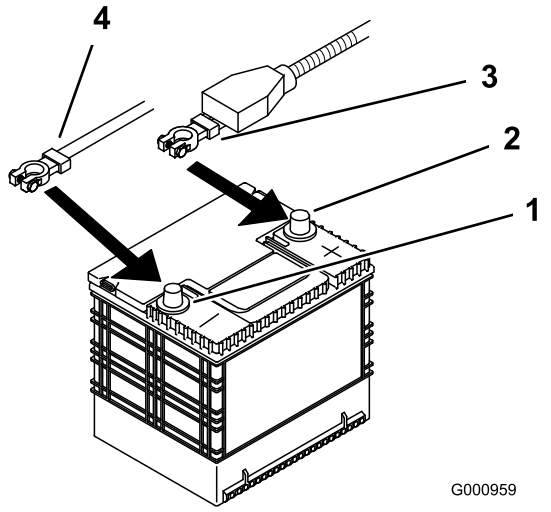

**Figur 50**
4. Afbryd først det negative batterikabel fra den negative (–) batteripol (Figur 50).
5. Skub den røde klemme af batteriets (røde) pluspol. Afmonter derefter batteriets (røde) pluskabel (Figur 50).
4. Fastgør kablerne med 2 bolte (1/4 x 3/4 tomme), 2 skiver (1/4 tomme) og 2 låsemøtrikker (1/4 tomme) (Figur 50).